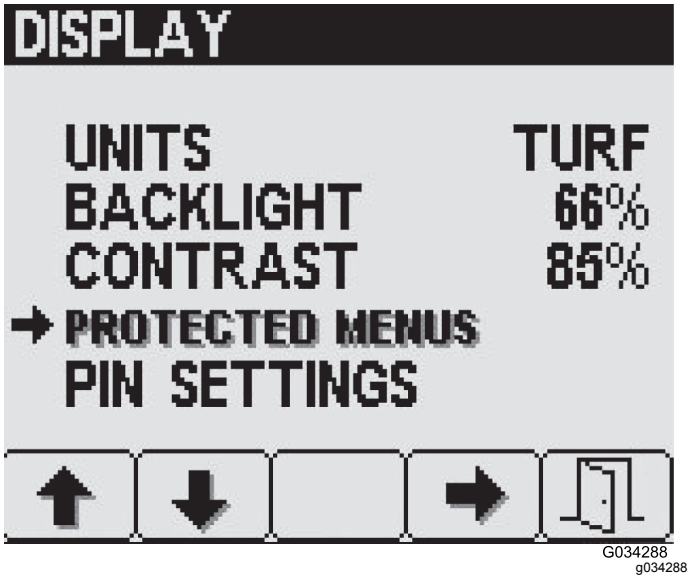

Рисунок 29
1. С помощью кнопки 2 на экране Display (Дисплей) выберите пункт Protected Menus (Защищенные меню) и нажмите кнопку выбора 4 (Рисунок 29).
2. Нажимайте кнопку 2, пока не перейдете к нужной позиции защищенного меню (Рисунок 29).